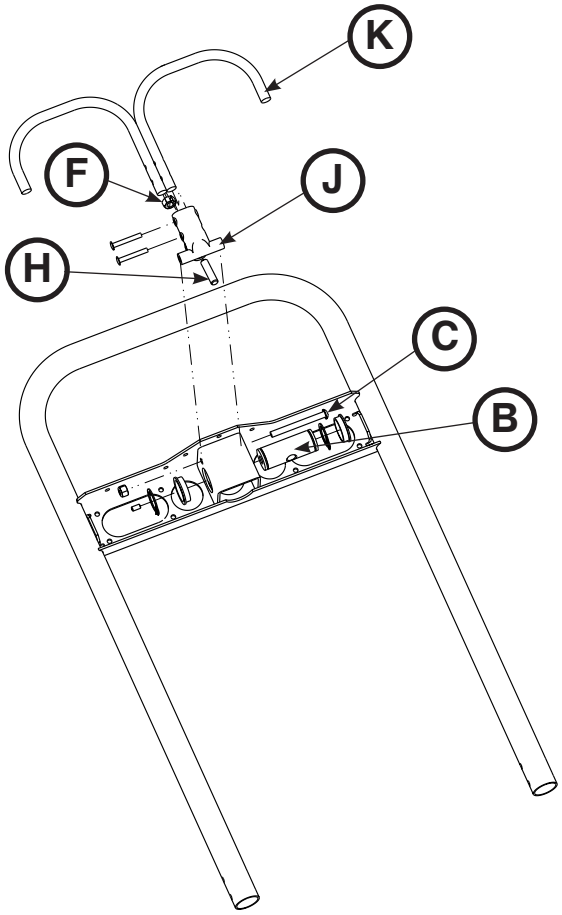

Figura 69
2. Con una chiave combinata da 1/2" allentare il dado esagonale (F) sull'alberino dello schienale (J) tenendo la vite di fermo (H) fissa nell'alberino stesso (Figura 69).
3. Con una chiave esagonale da 5/32" girare la vite di fermo (H) fino a quando non vi è più alcun gioco tra la maniglia di rilascio dello schienale (K) e il pulsante di rilascio del cilindro pneumatico (Figura 69).
5. Con una chiave combinata da 1/2" serrare il dado esagonale (F) tenendo la vite di fermo fissa nell'alberino stesso (Figura 69).